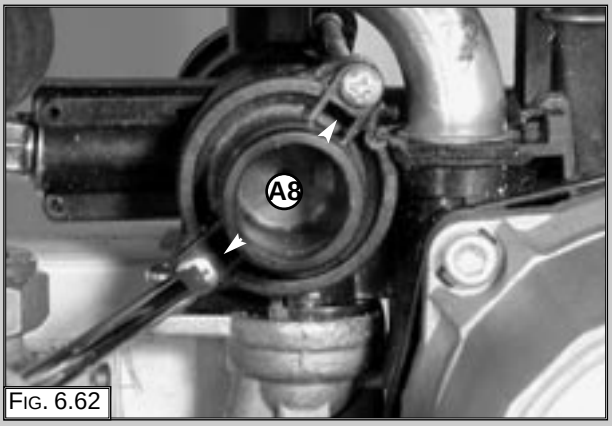

Fig. 6.62
3. Unscrew the two screws “A8” (Fig. 6.62);